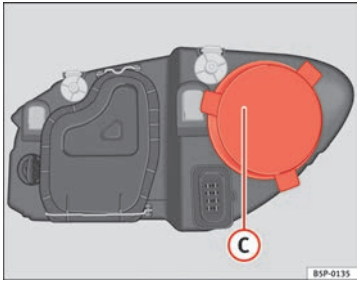

Fig. 186 Main beam headlights
– Remove the cover ⇒ fig. 186 (C) by pulling on this.